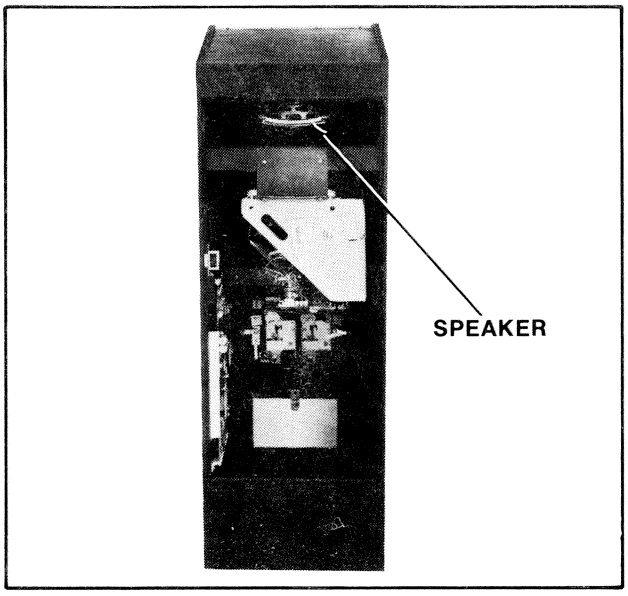

**Figure 24 Replacing speaker — Mini game**
- To replace the speaker. See Figure 24.